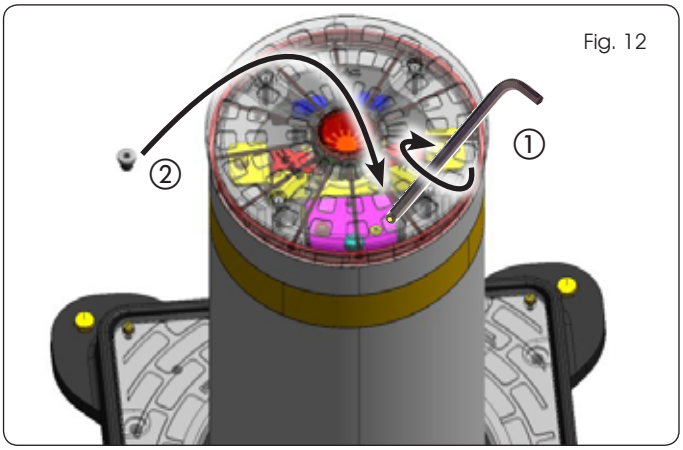

Fig. 12
2. Tourner en sens horaire jusqu'à la butée (fig. 12 réf. ①).
3. Revisser la vis de fermeture située sur la tête de la borne (fig. 12 réf. ②).